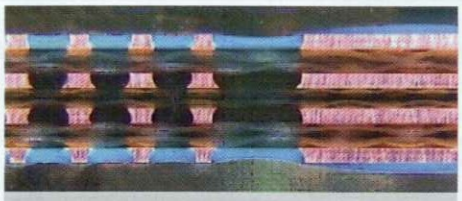

Bild 1: Schliffbild: Standard 4-Lagen ML mit 210 µm Innen- und Außenlagen
- Keine Variationsmöglichkeit der Kupferdicken innerhalb einer Lage (Bild 1)